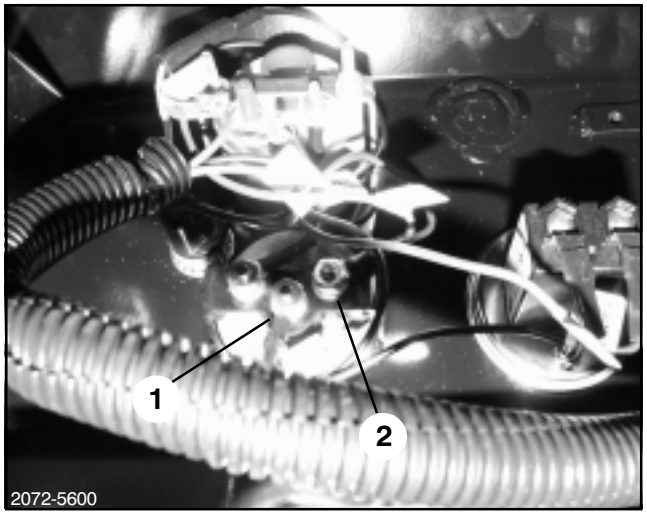

FIG. 2
3. Under the dash, attach the harness' Two Ring Terminals to the Coolant Gauge on the Multi-Pro® 5600 vehicle. They will share the threaded post of the Coolant Gauge with the terminals already connected; Red Wire Ring terminal to the positive side. (Stud closest to driver side); Black Wire Ring terminal to the negative or ground stud. (Middle stud on the Gauge) Remove and re-use existing Nuts and tighten. (See FIG. 2)